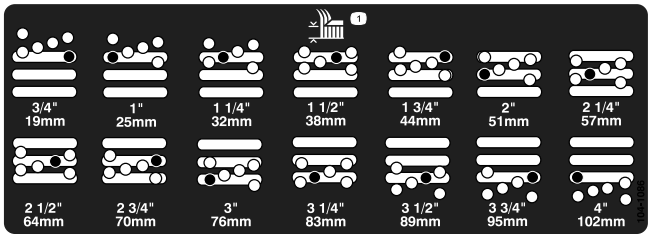

Figur 19
5. Flytta kammaren till önskad klipphöjd och montera distansbrickan i avsett klipphöjdshål och -spår (Figur 19).